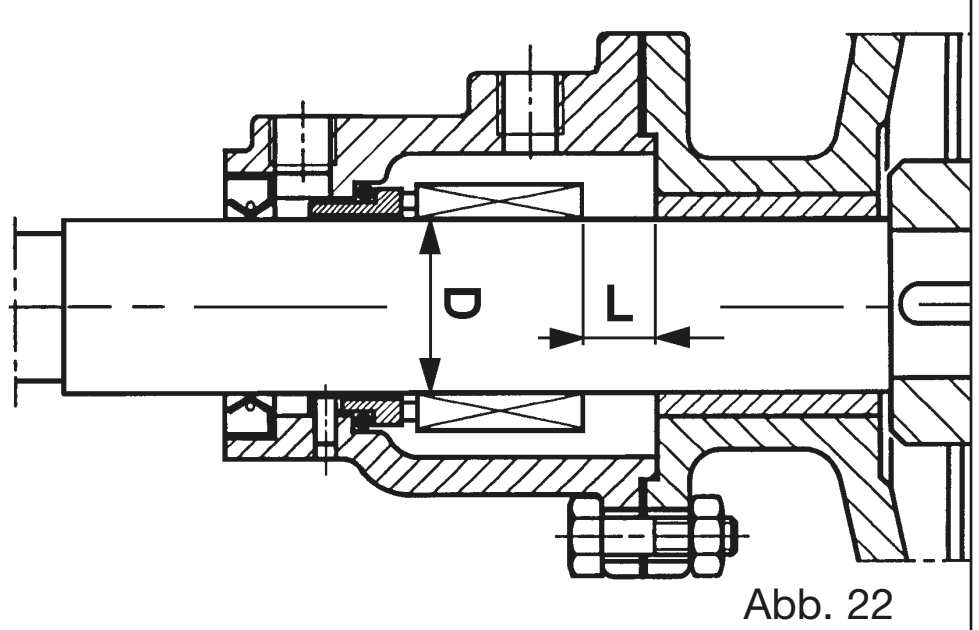

Abb. 22
Anm.: Die Tabelle gibt den Durchmesser D der Welle und den Abstand L zwischen der Dichtung (66) und der Baugruppe Flansch-Halterung (09) an, wenn diese nicht blockiert ist, sondern auf der Rückseite des Rotors aufliegt (Abb. 22).